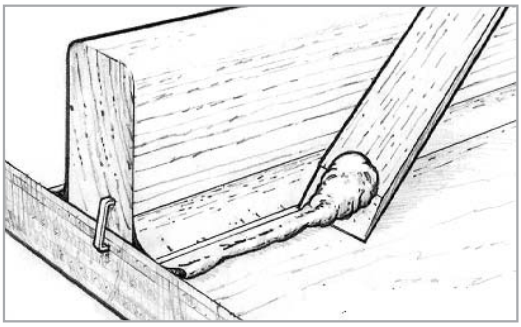

Figure 8-13 *Clean up the excess epoxy outside of the fillet margin.*
3. Clean up the remaining excess material outside of the margin by using a sharpened mixing stick or a putty knife *(Figure 8-13)*. Fiberglass cloth or tape may be applied over the fillet area before the fillet has cured (or after the fillet is cured and sanded).